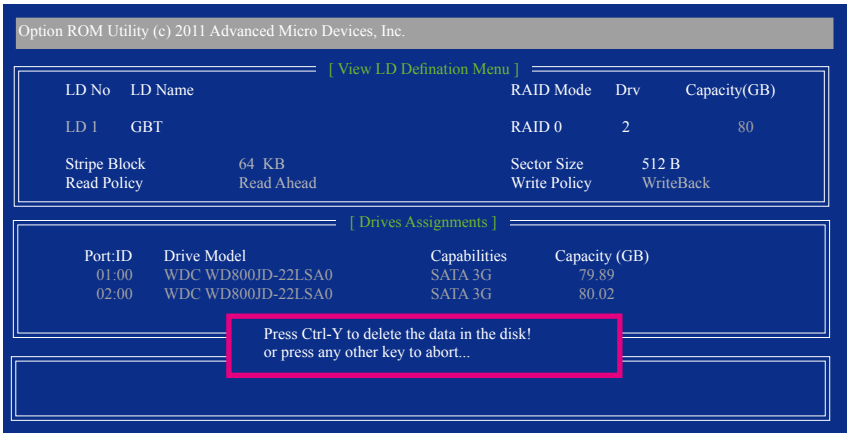

图10
2. 之后您将进入如图10的「View LD Defination Menu」视窗。在此视窗里您可以看到包含在此磁盘阵列的磁盘成员。若您确定要删除该磁盘，请按<Ctrl>+<Y>键或按任意键取消。